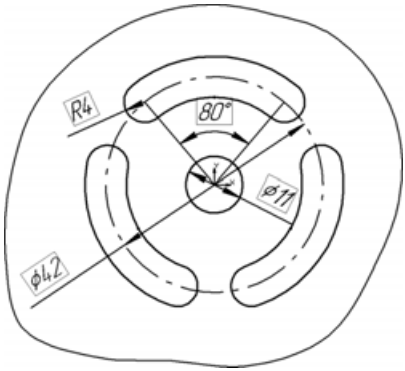

Рис. 5.226
- Нажмите кнопку **Копия по окружности** на панели расширенных команд копирования объектов и заново создайте массив. Для этого укажите положение центра копирования в точке начала координат, в поле **Количество копий** на панели свойств введите значение 3 и нажмите кнопку **Вдоль всей окружности** в группе **Режим** — система создаст массив копий из трех пазов (рис. 5.226).